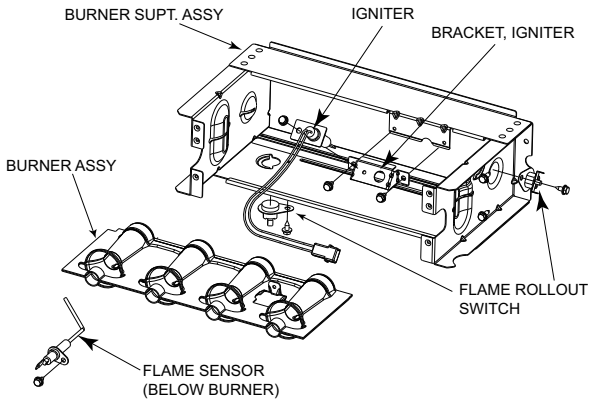
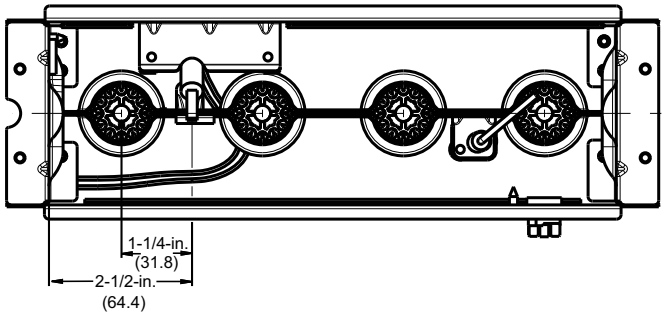
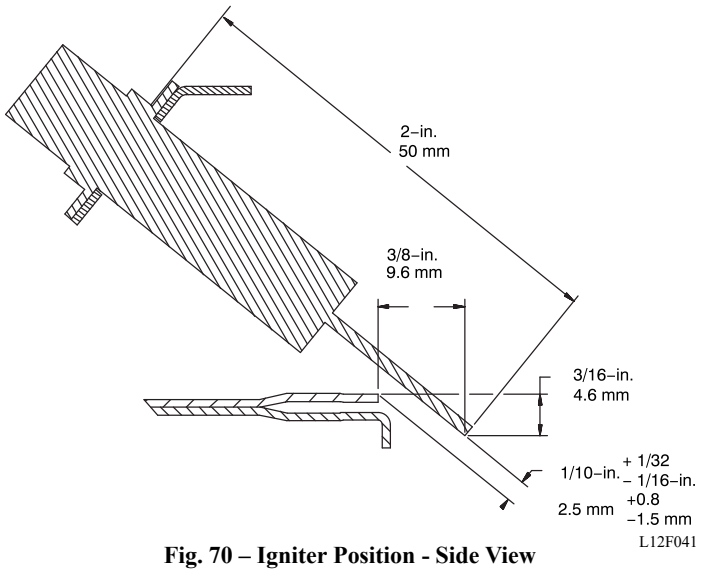

Fig. 68 – Burner Assembly
Fig. 69 – Igniter Position - Top View
Fig. 70 – Igniter Position - Side View
Refer to Fig. 68.
8. Check the igniter alignment. See Fig. 68, Fig. 69, and Fig. 70.
The igniter does **NOT** require annual inspection. Check igniter resistance before removal. Refer to Fig. 68, Fig. 69, and Fig. 70.
a. Using a 1/4-in. driver, remove the two screws securing the igniter mounting bracket to the burner assembly See Fig. 68.
6. To replace igniter and bracket assembly, reverse items 5a through 5d.
7. Reconnect igniter harness to the igniter, dressing the igniter wires to ensure there is no tension on the igniter itself. See Fig. 68.